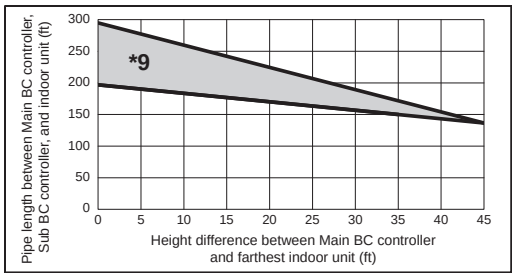

Fig. 3
*9. When the piping length or the vertical separation exceeds the limit specified in Fig. 2, connect a sub BC to the system. The restriction for a system with a sub BC connection is shown in Fig. 3. When a given system configuration falls within the shaded area in Fig. 3, increase the size of the high-pressure pipe and the liquid pipe between the main BC and sub BC by one size. When using P12, P15, P18, P36, or P48 model of indoor units, increase the size of the liquid branch pipe between the sub BC and indoor unit by one size.
The restriction for a system with a sub BC connection is shown in Fig. 3.
When a given system configuration falls within the shaded area in Fig. 3, increase the size of the high-pressure pipe and the liquid pipe between the main BC and sub BC by one size.